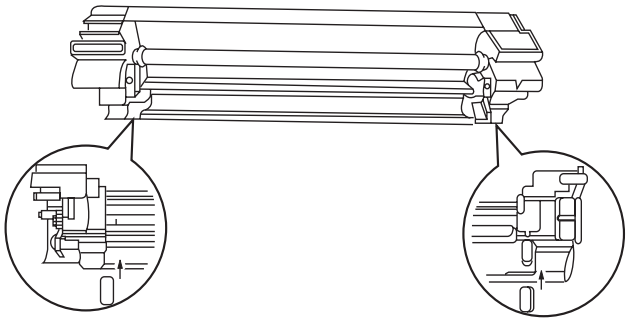

Figure 4-611
2) Attach the side seal as indicated in Figure 4-611.